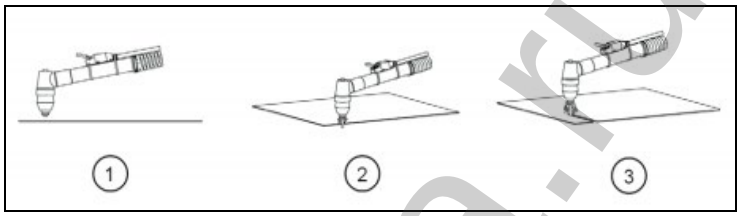

Рис. 8. Рез с края листа.
- **Степень износа быстроизнашиваемых частей** (см. рис.8).